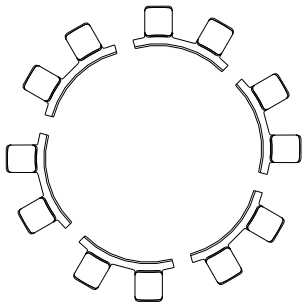

Bild 23: Montagehilfe des Elastomerringes ab Größe 75
**Ab Größe 75 empfehlen wir, zur leichteren Montage den Elastomerring zwischen jedem zweiten Dämpfer durchzutrennen (siehe Bild 23).**